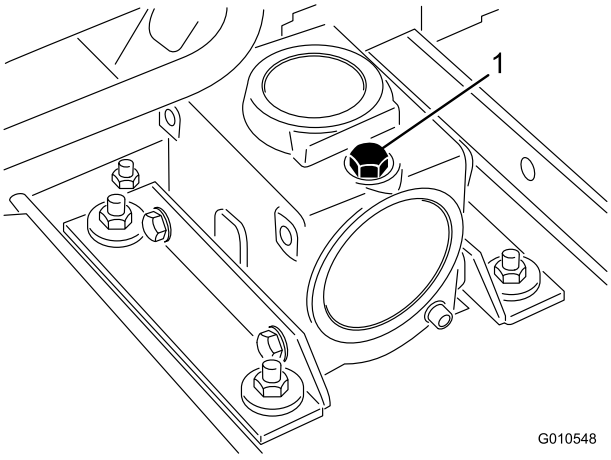

**Figuur 13**
2. Verwijder de peilstok/vulplug op de bovenkant van de tandwielkast (Figuur 13) en controleer of het peil van de tandwielolie tussen de merktekens op de peilstok staat. Als het oliepeil te laag is, vult u voldoende olie bij totdat het peil tussen de markeringen op de peilstok staat.